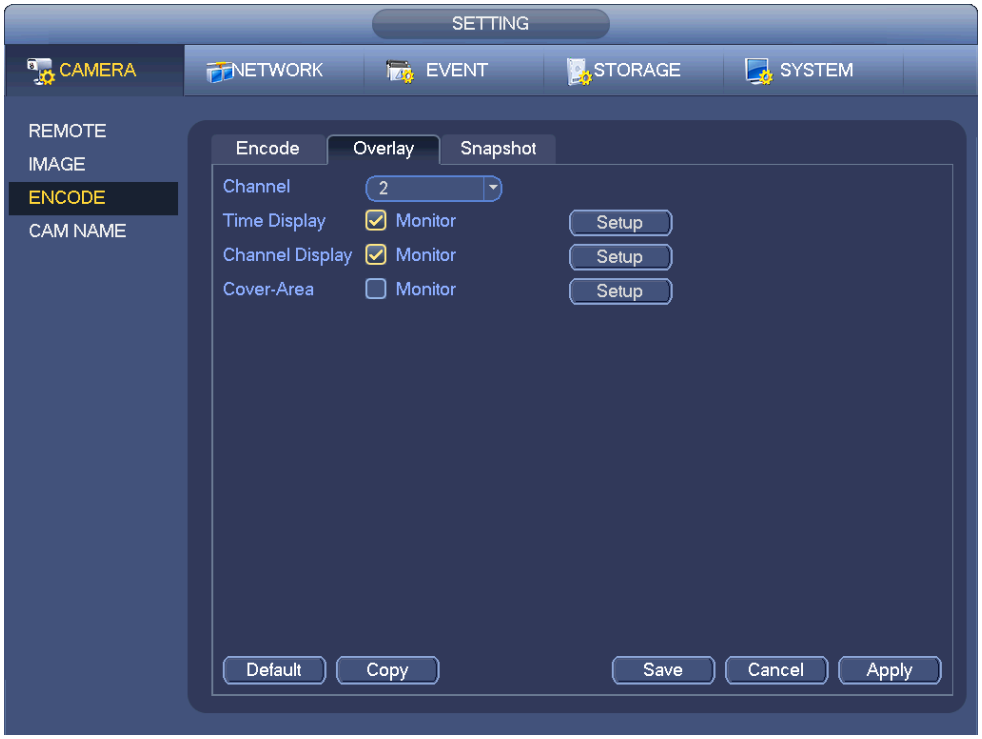
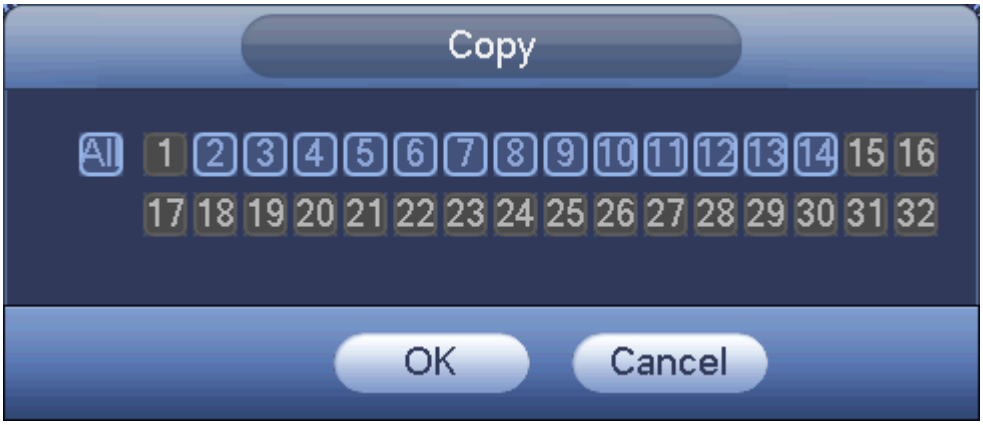

Figure 4-59
Figure 4-61
- Copy：After you complete the setup, you can click Copy button to copy current setup to other channel(s). You can see an interface is shown as in Figure 4-61. You can see current channel number is grey. Please check the number to select the channel or you can check the box ALL. Please click the OK button in Figure 4-61 and Figure 4-59 respectively to complete the setup. Please note, once you check the All box, you set same encode setup for all channels. Audio/video enable box, overlay button and the copy button is shield.
Click overlay button, you can see an interface is shown in Figure 4-59.